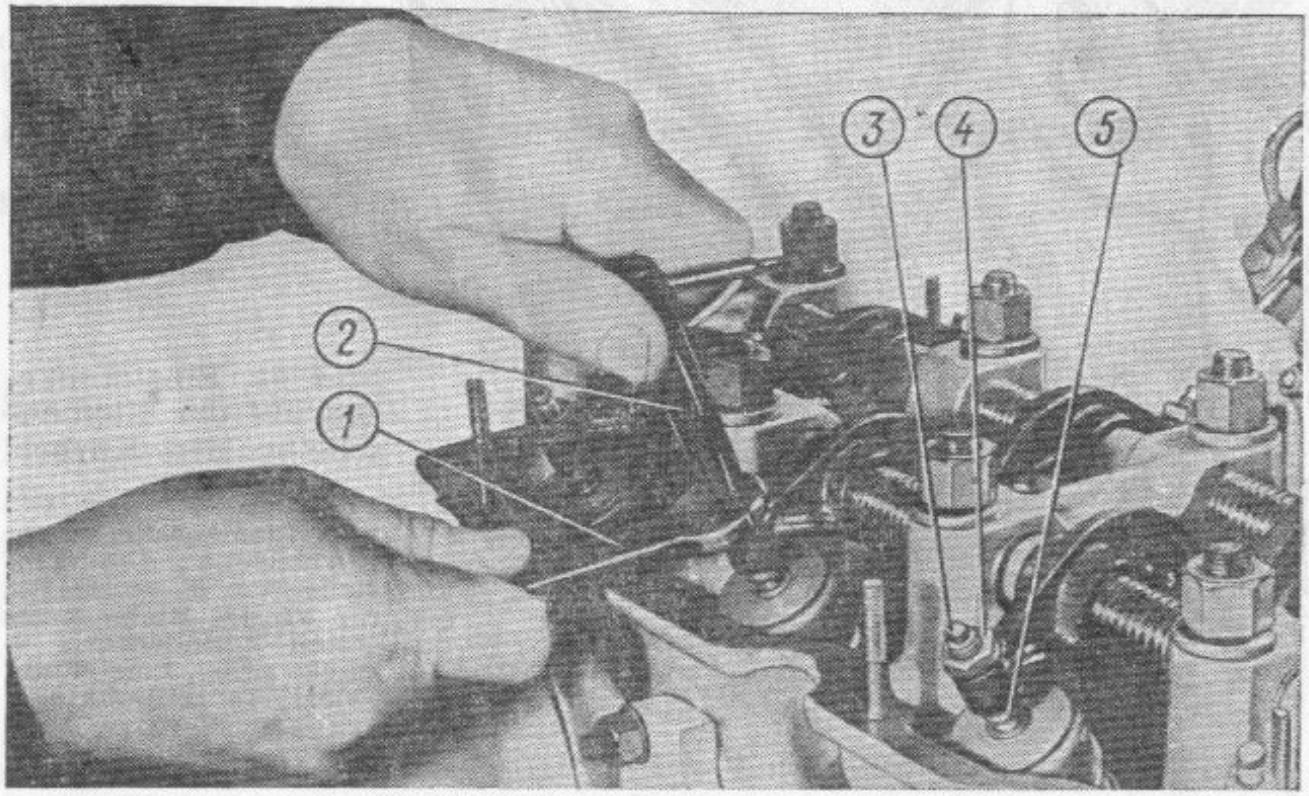

Bild 63. Einstellung des Ventilspiels:
4. Spiel zwischen Stirnflächen der Endstücke *5* (Bild 63) der Einstellschraube und der Ventilschäfte einstellen. Dazu mit Mutterschlüssel *1* (14 *mm*) Gegenmutter *4* der Einstellschraube *3* des Kipphebels lockern und Kopf der Einstellschraube mit speziellem Steckschlüssel *2* so lange drehen, bis gewünschtes Spiel erzielt wird (0,15 *mm* für Einlaß- und Auslaßventile).